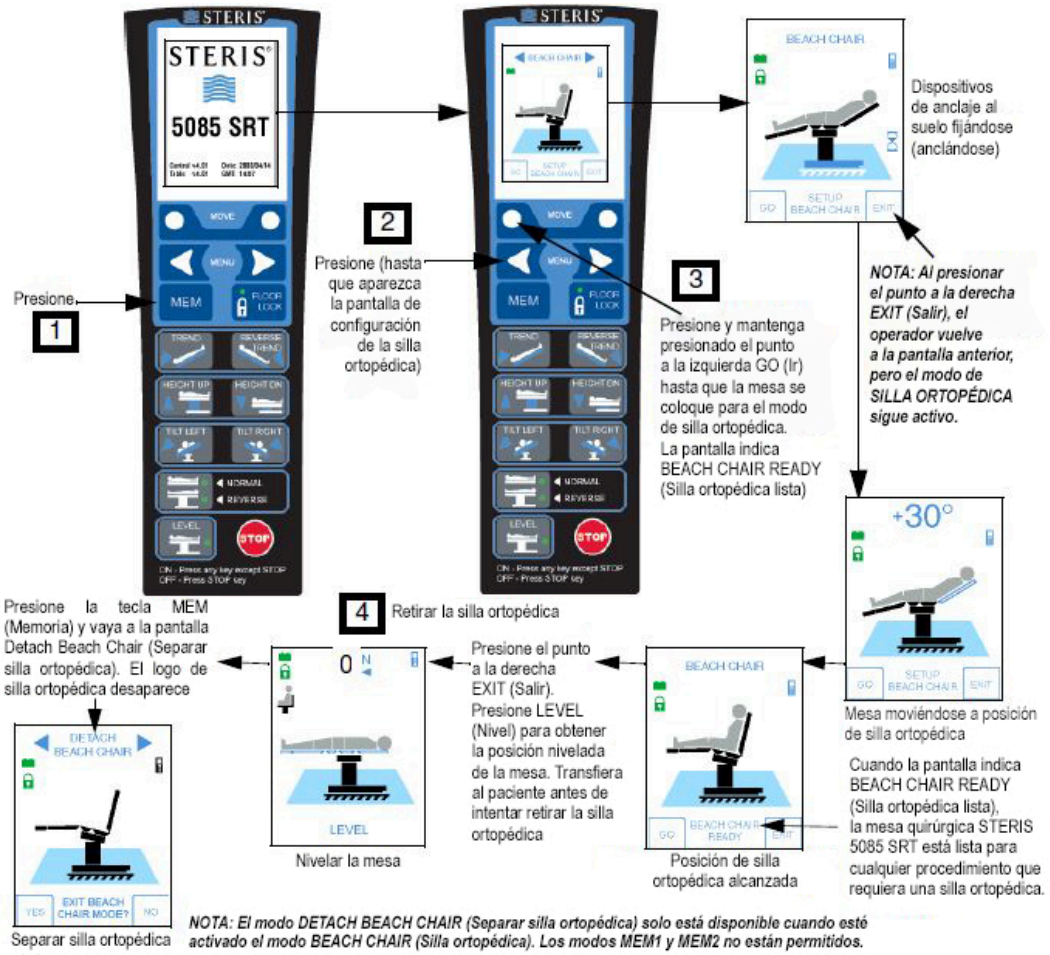

Figura 5-6. Función de silla ortopédica de la mesa, modo automático
7. **Coloque la mesa quirúrgica en modo de silla ortopédica como se muestra en la *Figura 5-6*.**